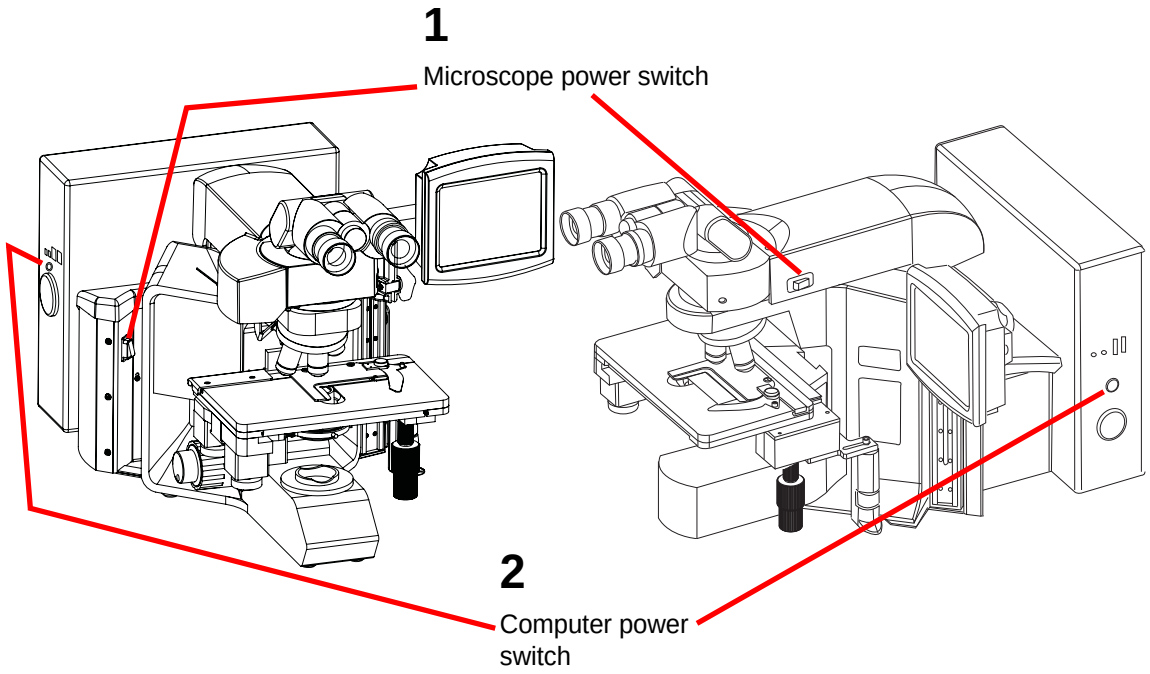

Figure 2-6 Power Switches
5. Turn off the power switch on the instrument. (See Figure 2-6.)